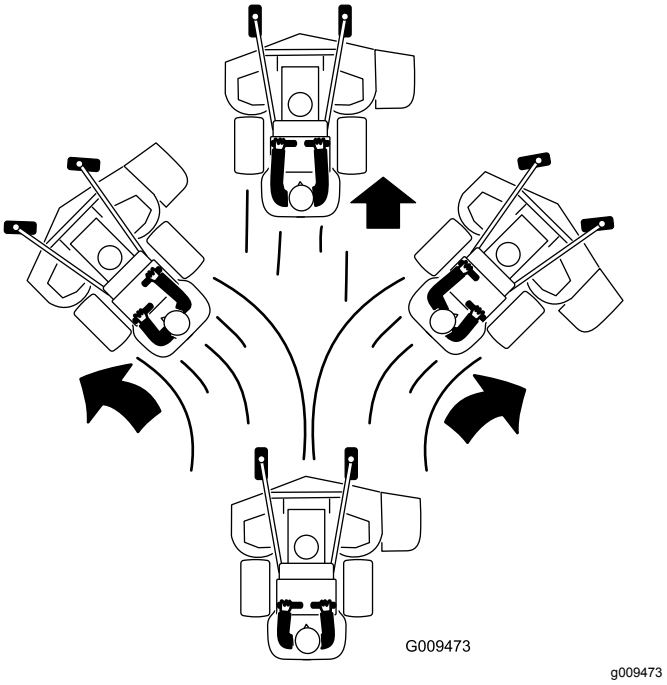

Figur 22
4. Flytta långsamt rörelsereglagespakarna framåt (Figur 22).